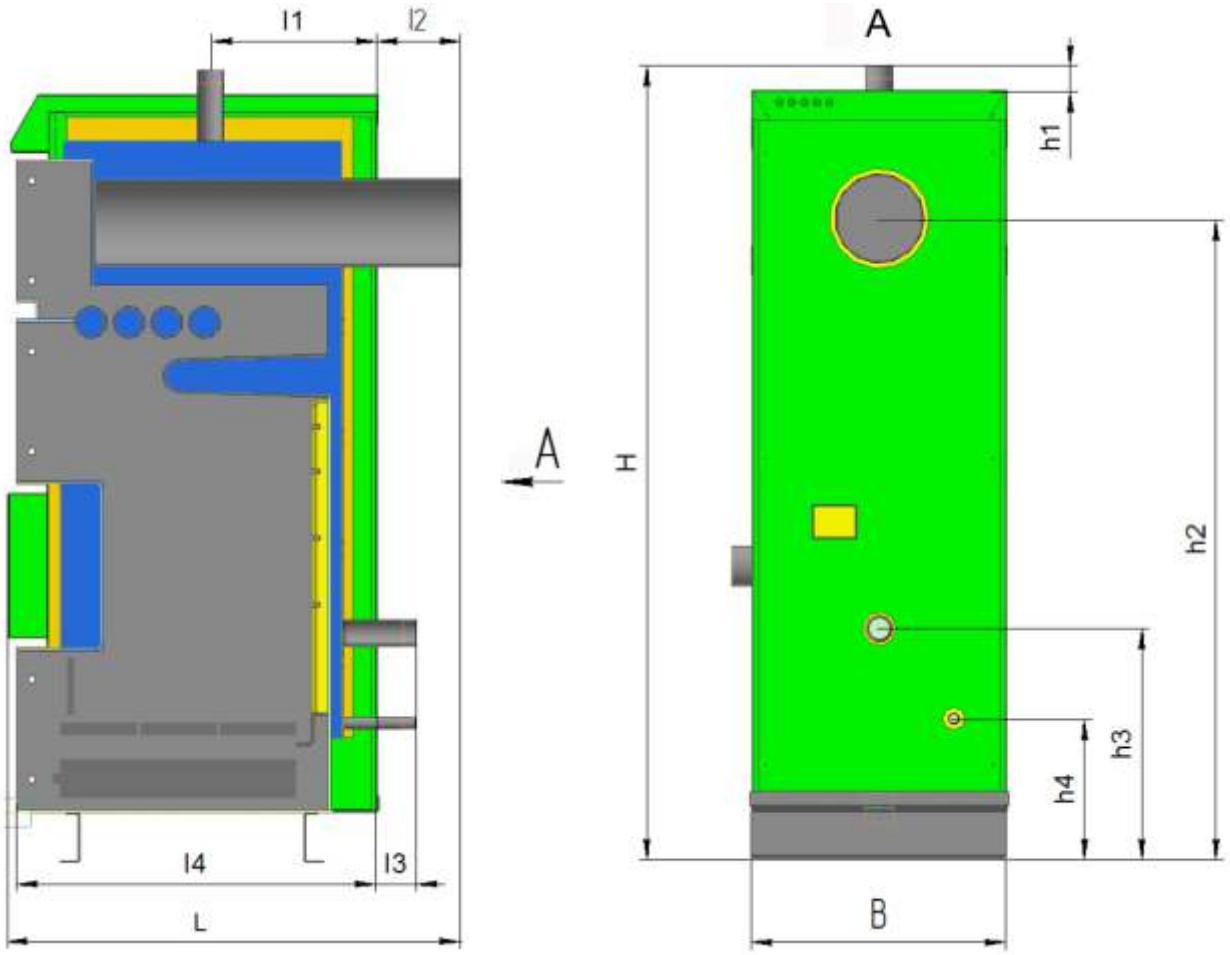

Рисунок 1. Габаритные и присоединительные размеры Котлов моделей L-12÷102
Габаритные (максимальный габарит) и присоединительные размеры Котла (см. рис.1), мм:
Котел (рис.1, 2, 3) представляет собой стальной сварной теплоизолированный каркас, обшитый снаружи съемной декоративной облицовкой, все вместе образующие собой корпус, и устанавливаемый на собственных опорах (16). Внутреннее пространство имеет сложную конфигурацию, включает в своем составе трубчатый теплообменник (14), предназначенный для циркулирования теплоносителя (воды), листовые детали, образующие вместе со стенками каркаса камеру сжигания, воздухоподводящие каналы (на рисунке не показаны), систему дымоудаления из Котла (9). Внутри каркаса в нижней части расположены